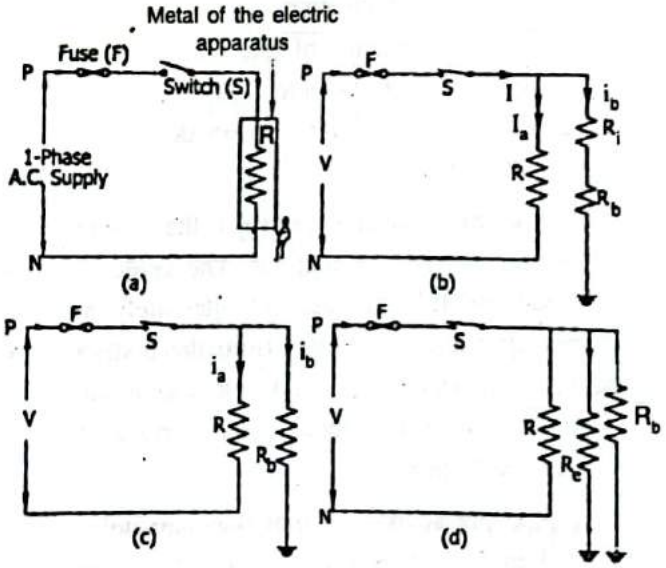

FIG. 5.17
- To illustrate the purpose of earthing, consider an electric circuit shown in Fig. 5.17 where an electrical appliance of resistance R is connected to the supply through a fuse and a switch.
- When the operator touches the metallic body of the apparatus [Fig. 5.17(a)] having perfect insulation, the equivalent circuit is shown in Fig. 5.17(b), where two parallel paths are formed.
- When earth fault occurs the live (phase) wire directly comes in contact with the outer body and the insulation resistance is reduced to zero as shown in Fig. 5.17(c). Now the body resistance is just in parallel with the appliance resistance. A heavy current flows through the human body and operator gets a severe shock.
- However, if the metallic body or outer frame of the appliance is properly earthed, under this condition the circuit will be as shown in Fig. 5.17(d) where earth resistance $R_e$ is just in parallel with the appliance resistance R and body resistance $R_b$.